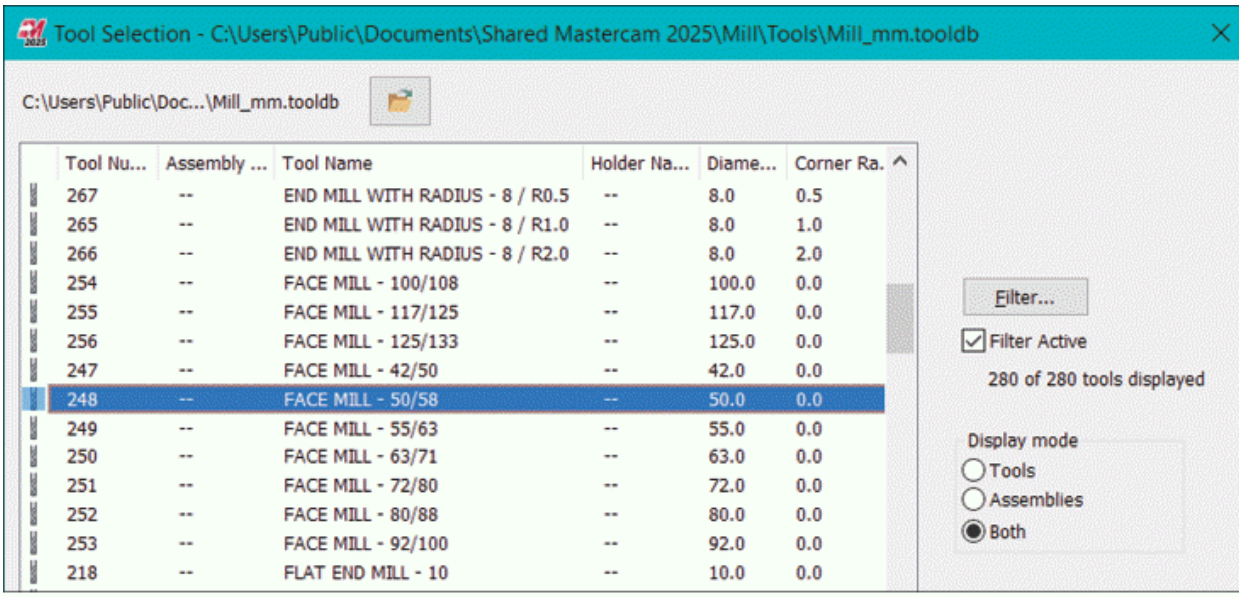

Figure-29. Face mill tool to be selected
- Select the **FACE MILL-50/58** tool from the list; refer to Figure-29 and click on the **OK** button. The tool will get selected for operation.